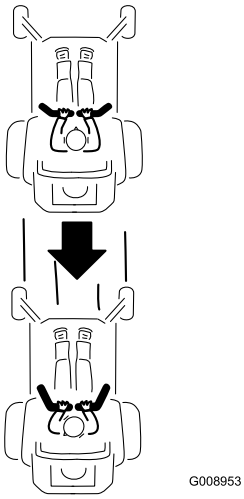

Figur 15
2. Se bagud og træk langsomt bevægelseshåndtagene tilbage for at bakke (Figur 15).
Kør lige ud ved at påføre begge bevægelseshåndtag samme tryk (Figur 15).